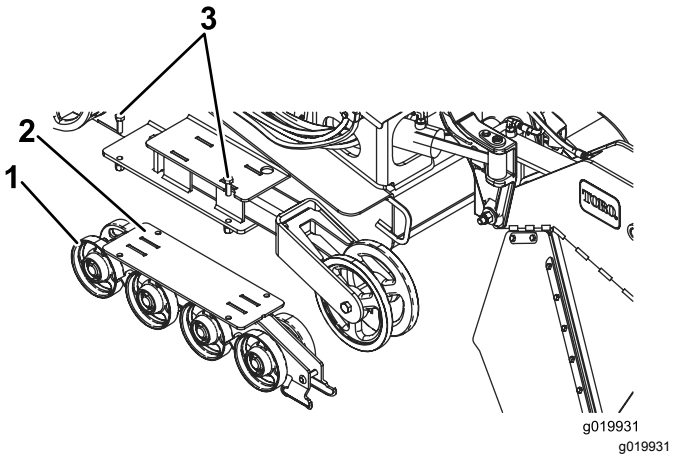

Figuur 50
4. Draai de 4 bouten los waarmee de onderste rupsbandgeleider met de wegwielen is bevestigd en verwijder de schroeven (Figuur 50).